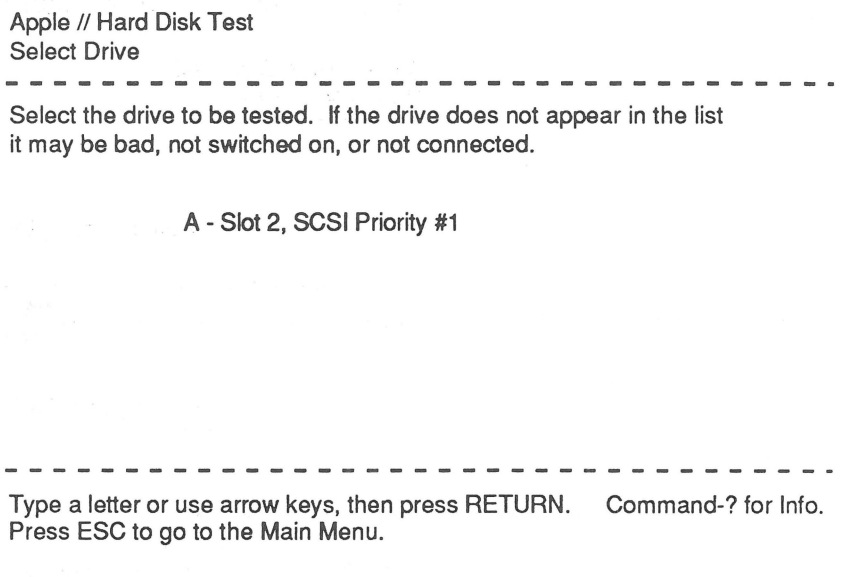

FIGURE 6
8. Again from the main menu, under **Selections**, select A **(Run Selected Tests)** when you are ready to begin the testing sequence. The Drive Selection Menu shown in Figure 6 will appear.
9. From the Drive Selection Menu (Figure 6), select the drive you want to test and press <Return> to begin testing.